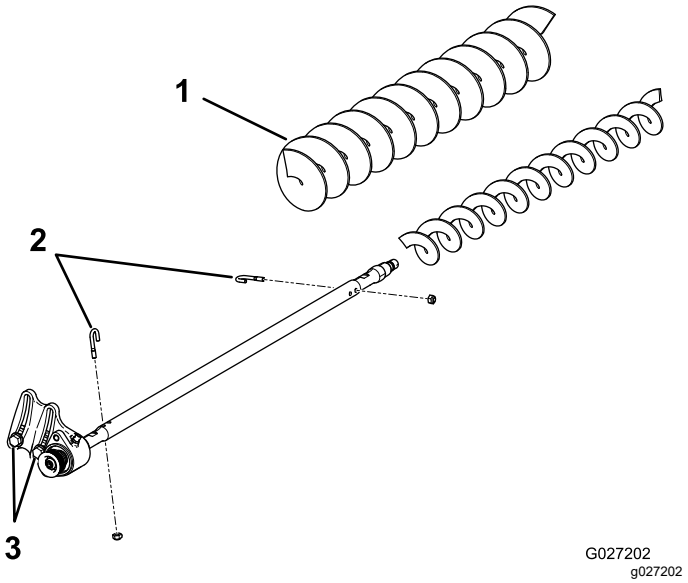

Figure 23
3. Remove the 2 J-bolts and the nuts (Figure 23).
4. Slide the existing brush off the brush shaft (Figure 23).
5. Loosen the 2 bolts, washers, and nuts securing the drive-bearing housing to the bearing-housing mounting bracket (Figure 23).
6. Slide the high height-of-cut brush onto the brush shaft (Figure 23).
7. Clamp the brush onto the shaft with the 2 J-bolts and nuts previously removed (Figure 23).